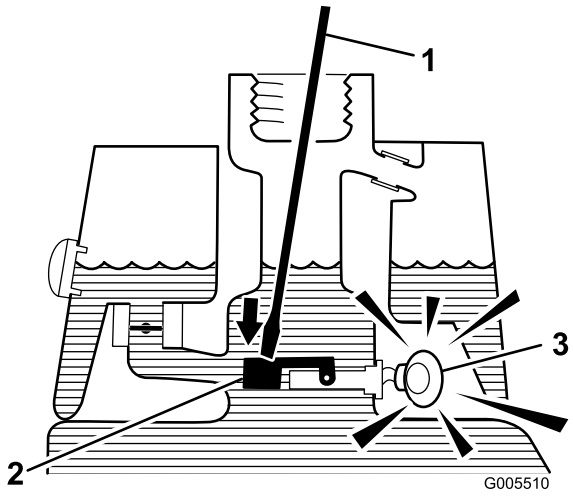

Figur 13
3. Sett en ren stang eller skrutrekker inn i tankåpningen, og trykk oljenivåflytebryteren forsiktig ned (Figur 13): Alarmen skal gå etter tidsforsinkelsen på ett sekund.